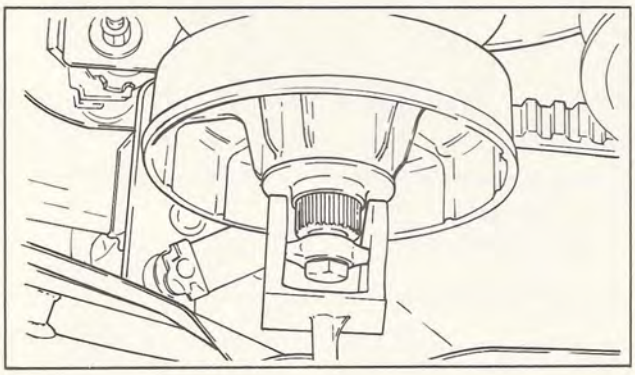

Fig. 3-8
(2) Install the bushing, spring seat, V-belt, compression spring, and primary sliding sheave complete on the primary fixed sheave. Compress the compression spring using primary sheave installer/remover 2 and install primary sheave installer/remover 1. (Figs. 3-8,3-9)